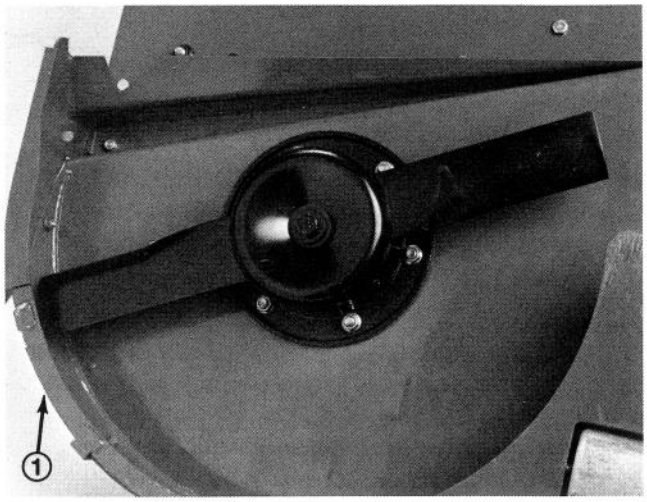

Figure 11
13. Secure right shelf to deck with (1) 1/4 – 20 x 1" lg. capscrew, (2) 1/4 – 20 x 3/4" lg. capscrews and (3) locknuts (Fig. 11). Capscrew heads to be positioned on the inside of deck.